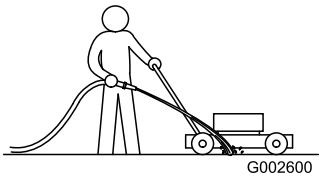

Figur 25
1. Spruta en vattenstråle framför det högra bakhjulet medan motorn är igång och gräsklipparen befinner sig på en plan stenbelagd yta (Figur 25).